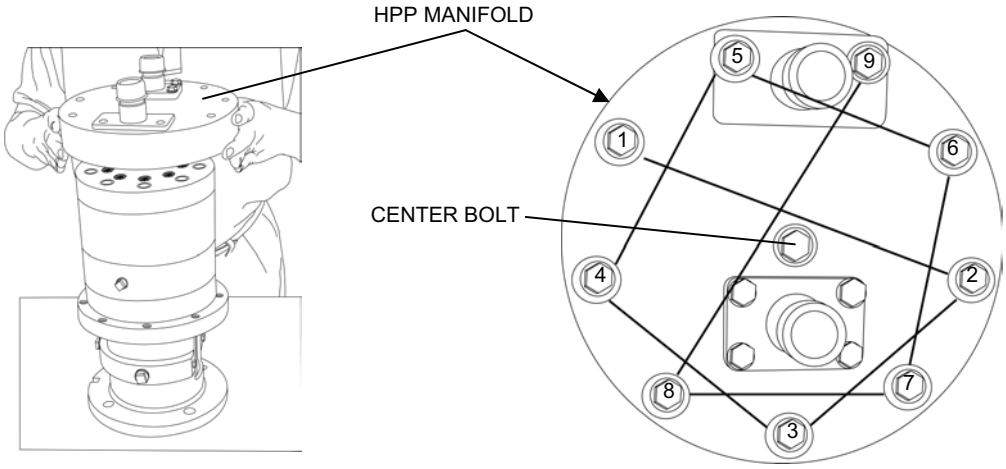

Figure 13. HPP Manifold Installation and Bolt Torque Sequence.
12. Install the manifold to the top of the valve housing (see Figure 13).
b. Install the 9 bolts, 9 lock washers, and 9 flat washers at the outer diameter of the manifold. Torque the bolts to 150 in.-lbs. in the sequence shown in Figure 13.